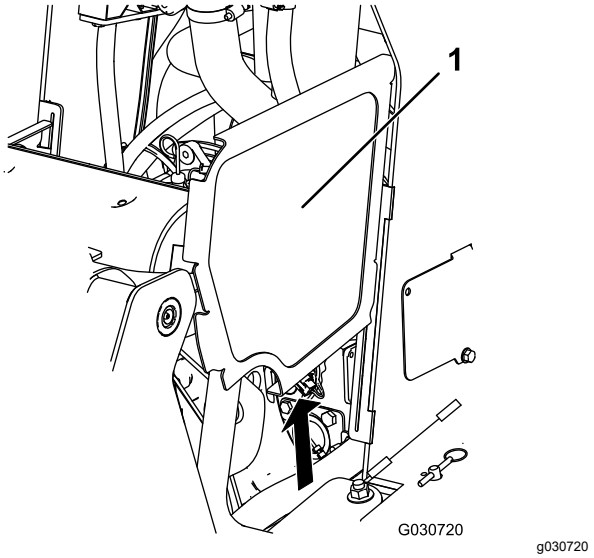

**Rysunek 35**
2. Przesuń osłony boczne (Rysunek 35) do góry, wysuwając z otworów w przedniej osłonie i ramie.